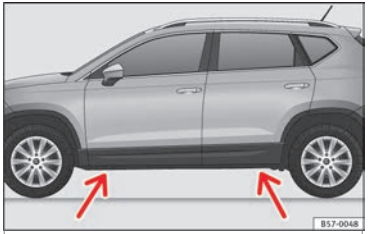

Fig. 73 Crossbar: marks.
- Find the support point on the strut (sunken area) closest to the wheel to be changed ››› **Fig. 73**.